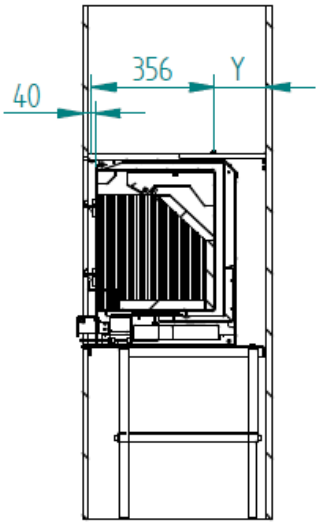

Figura 14 – Distância do equipamento á face do pladur ou alvenaria
11. Depois de colocar o equipamento no sítio, este deverá ter uma distância de 40 mm relativamente da face do pladur ou da alvenaria á face da frente do equipamento, para que quando for instalar o aro, este fique bem instalado, ver Figura 14.